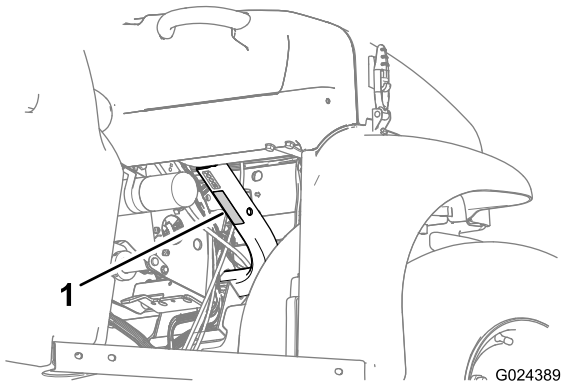

Figuur 20
- Hou rekening met het laadvermogen van de machine en beperk het gewicht van de lading die u in de laadbak transporteert volgens de specificaties in Specificaties (bladz. 17) en op het label met het toelaatbare totaalgewicht van de machine (Figuur 20).